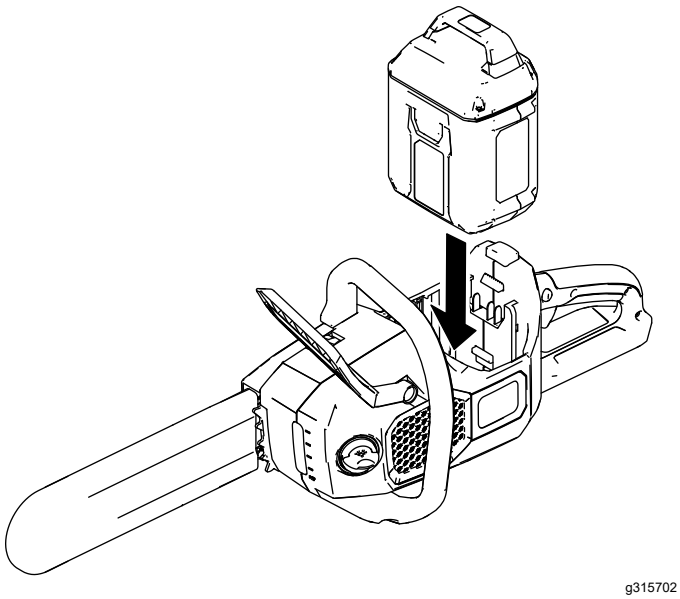

Figure 8
3. Alignez la languette de la batterie sur le logement dans la tronçonneuse (Figure 8).